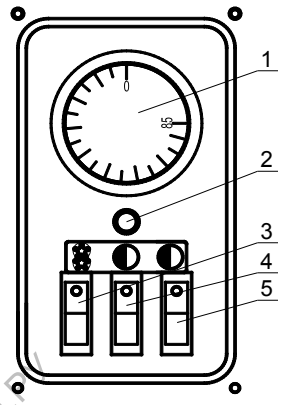

Рис.2 Панельуправления.
4.7. На лицевой стороне кожуха закреплена панель управления рис.2 с установленными на неё элементами управления: регулятор температуры 1, лампа индикации 2, три клавишных выключателя 3,4,5. Регулятор температуры 1 служит для регулирования температуры воды в водонагревателе. Его термобаллон закреплен на верхнем фланце колбы.
7.4. Включите электропитание автоматическим выключателем, должна загореться сигнальная лампа 2 на панели управления рис.2.